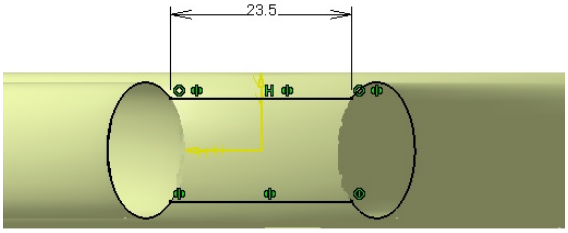
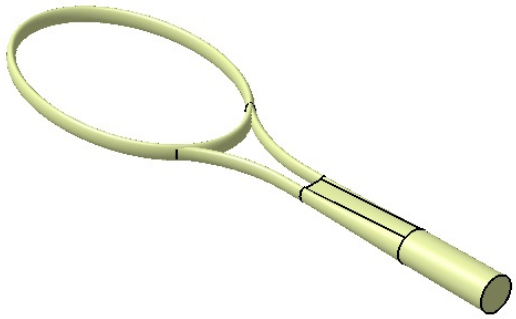

Figure 10-80 *The first section for creating the multi-sections surface*
Figure 10-90 *The final model*
f. Create the multi-sections surface, refer to Figures 10-80 through 10-86.
4. Complete the sketch for the first section, as shown in Figure 10-80, and exit the **Sketcher** workbench.
4. Similarly, create another fill surface using the sketch shown in Figure 10-80. The final model is shown in Figure 10-90.